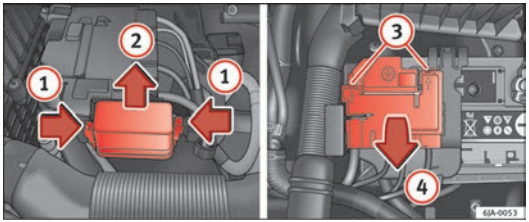

Fig. 149 Battery: fuse cover (variant 1)
- Press the flexible tabs on the fuse box cover in the direction indicated by the arrows (1) ⇒ Fig. 149.
- Remove the cover by sliding it in the direction indicated by arrow (2).
- Use a flat-headed screwdriver to unlock the holes (3).
- Open the cover in the direction indicated by the arrow (4).